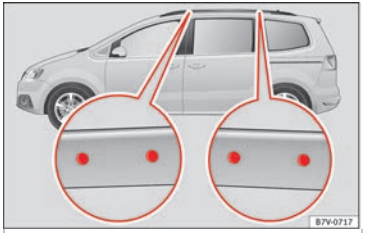

Afb. 174 Bevestigingspunten van basisdragers en dakdragersysteem.
De positioneringsopeningen bevinden zich aan de binnenzijde van de de zijdragers van het dak ››› **afb. 174**.
- **De basisdragers mogen alleen op de in de illustratie aangeduide punten worden vastgemaakt ››› afb. 174.**